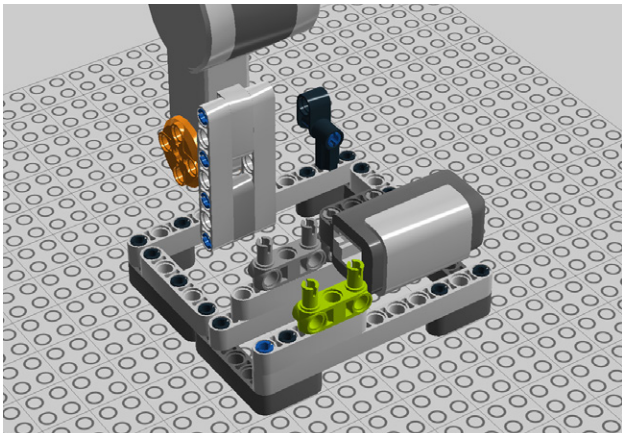

Figure 9-101. *Step 96: Adding a 3M beam with pegs*
96. Attach another 3M beam with pegs (Figure 9-101).